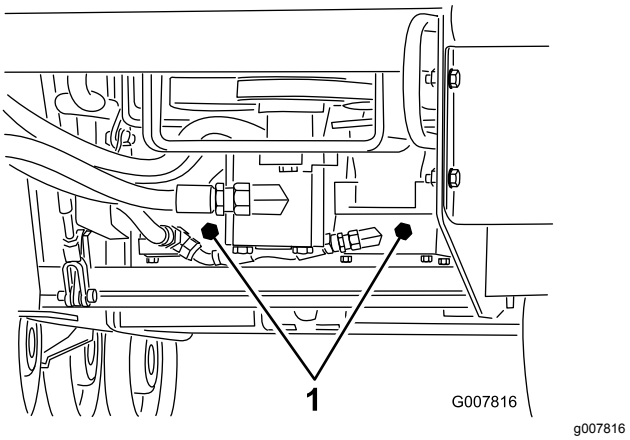

Figuur 21
3. Gebruik een steeksleutel om de sleepkleppen op de hydraulische pompen tweemaal linksom te draaien (Figuur 21).